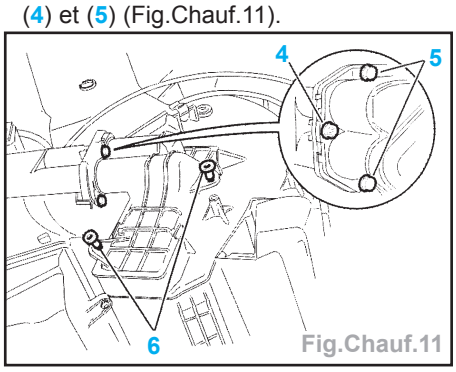

Fig.Chauf.11
- Fixer l'ensemble tuyaux de l'aérotherme sur l'aérotherme à l'aide de vis écrous (4) et (5) (Fig.Chauf.11).